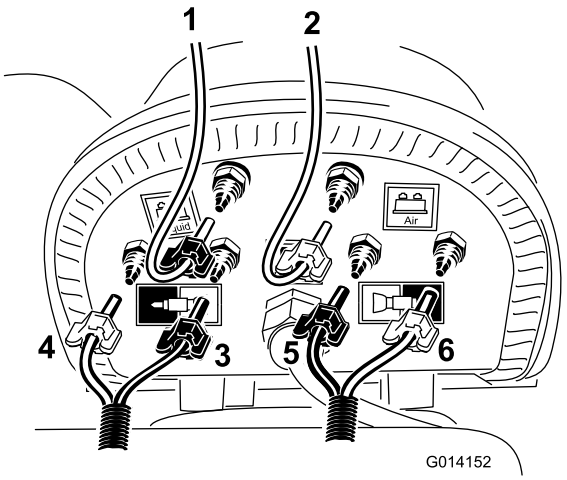

Figuur 22
Opmerking: Koppel de doorzichtige slang aan op de **blauwe** ribbel voor water op de compressor. Zie Figuur 22. Bevestig de twee slangen met een blauwe slangklem. Het omhulsel van de slang dient verder gesplitst te worden om te passen voor de lengte van de tank.
B. Zoek de korte terugloopslang die u eerder doorgesneden hebt en sluit de doorzichtige slang aan op de overgebleven ribbel van de zwarte tankdop afgebeeld in Figuur 22.
D. Zoek de schuimslang die naar de linkerspuitboom gaat en sluit de blauwe en witte slang aan zoals op Figuur 22.
E. Zoek de schuimslang die naar de rechterspuitboom gaat en sluit de blauwe en witte slang aan zoals op Figuur 22.